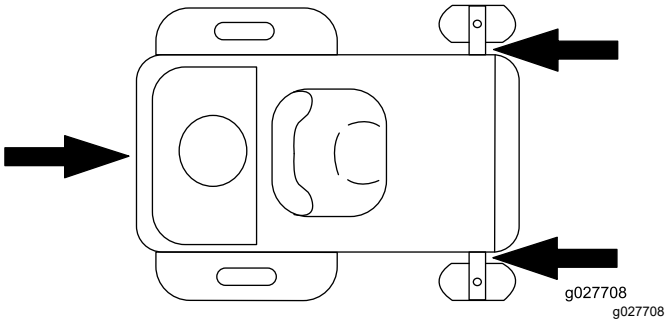

Rysunek 34
6. Unieruchom maszynę w pobliżu przednich kółek samonastawnych oraz tylnej ramy, stosując pasy, łańcuchy, przewody lub liny (Rysunek 34). Przestrzegaj lokalnych wymagań dotyczących mocowań.